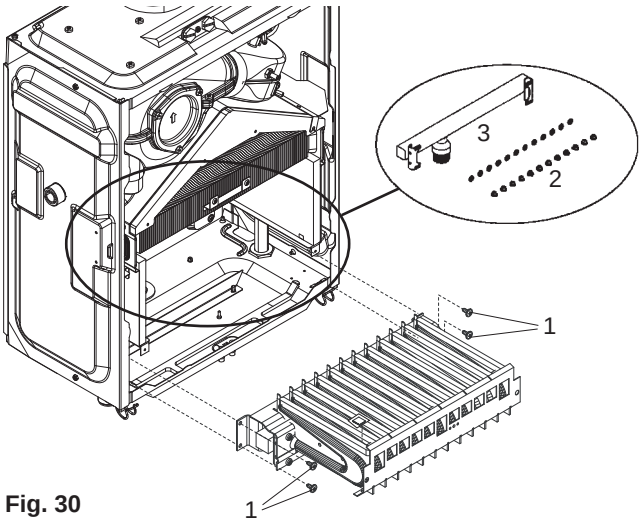

Fig. 30
8.8.6 FIG. 30: locate and remove the four screws which secure the burner in position (1), gently ease the burner out of its location.